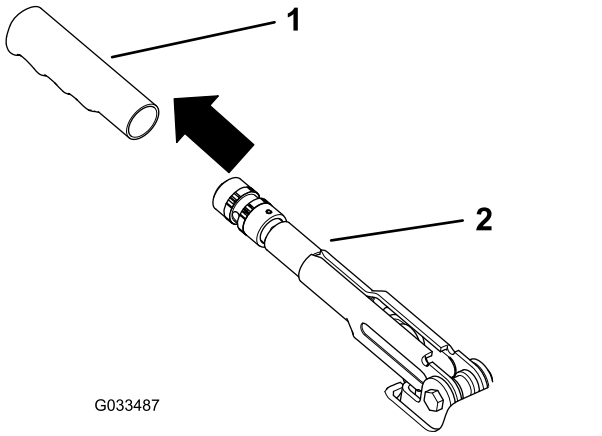

**Bild 56**
1. Nehmen Sie den Gummigriff vom Feststellbremshebel ab (Bild 56).
5. Befestigen Sie den Gummigriff am Feststellbremshebel (Bild 56).